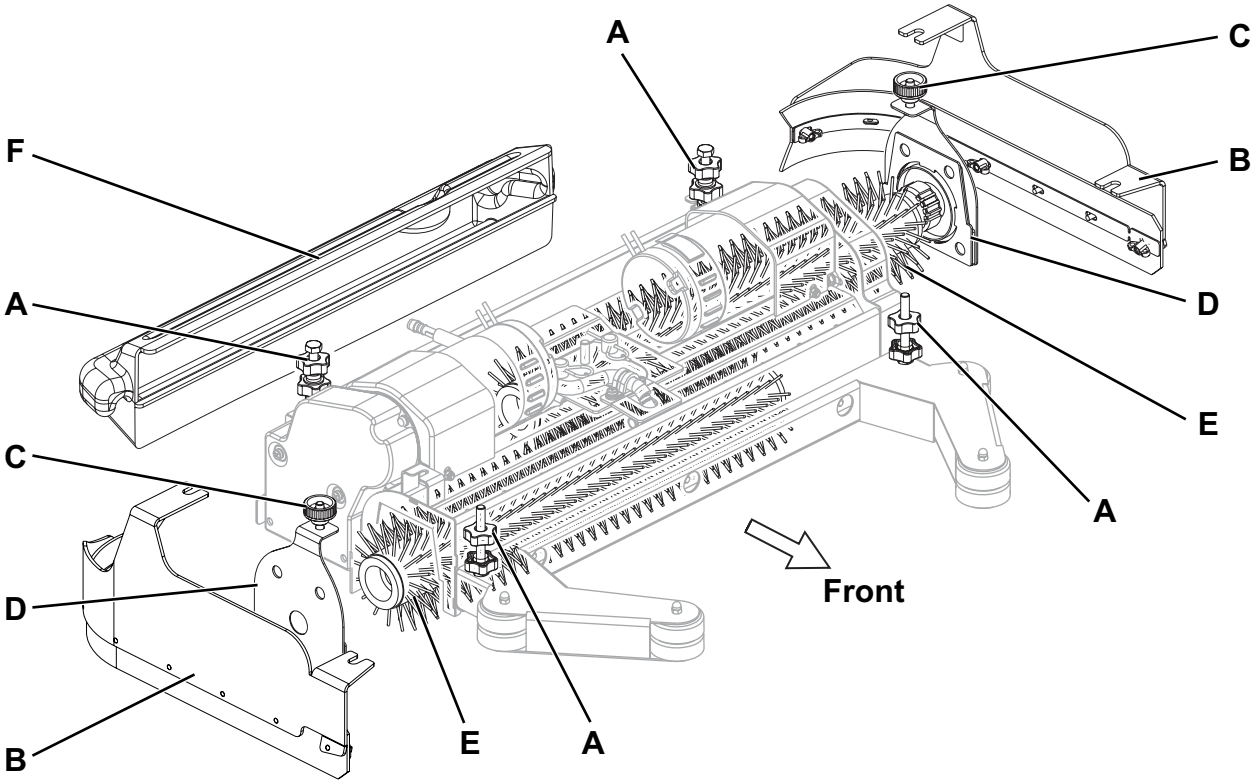

Figure 2
2. Raise the deck by pressing the One-Touch push-button (67).
3. Turn the ignition key (58) to “0” and remove it.
4. On both sides of the machine, unscrew the knobs (A, Fig. 2) and remove the side skirt assemblies (B).
5. Unscrew the knobs (C) and remove the lids (D) by pushing the knobs downwards.
6. Install the cylindrical brushes (E), or remove them to install new ones.